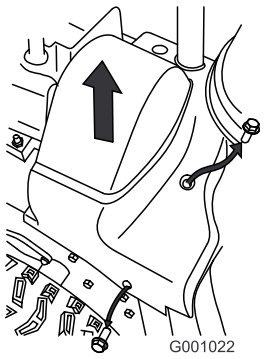

**Figur 44**
2. Lyft upp remkåpans högra sida (Figur 44).